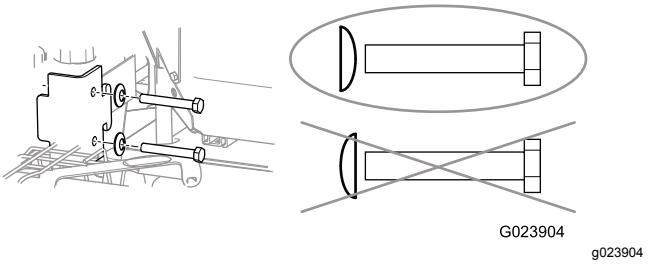

**Figur 7**
***Vigtigt:*** **Sørg for, at fjederskiven er placeret, så den konvekse side vender mod bolthovedet som vist i Figur 7.**